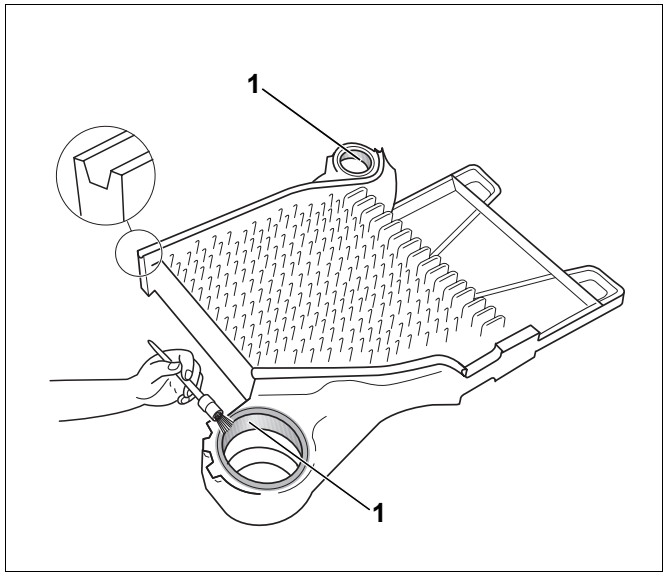

Rys. 7 Pokrycie piast minią
- Oczyścić płaszczyzny uszczelniające piast (rys. 7, **poz. 1**) szmatką nasączoną benzyną.
- Równomiernie pomalować płaszczyzny uszczelniające piast (rys. 7, **poz. 1**) minią.